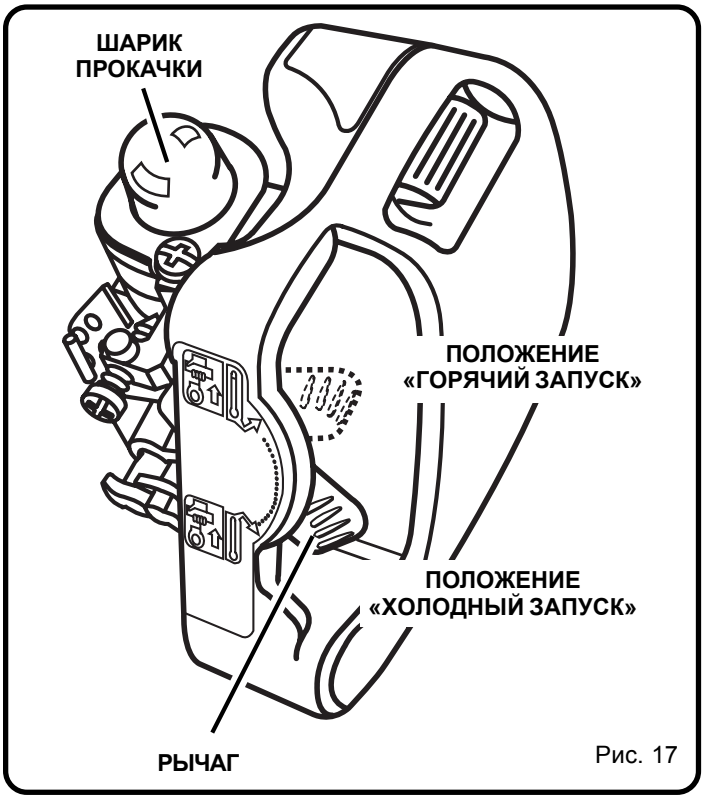

Рис. 17
3. Переведите рычаг в положение “**COLD START**” («ХОЛОДНЫЙ» ЗАПУСК). *См. рис. 17.*